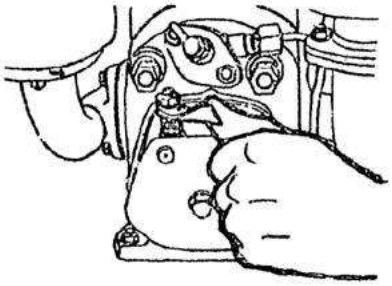

рис.5
2. Сразу ослабьте любой соединитель трубопровода подачи топлива под давлением (Рис. 5).